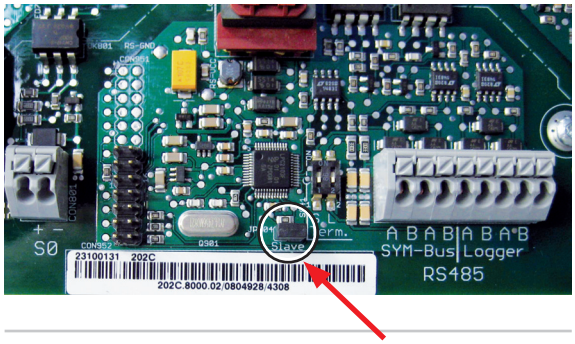
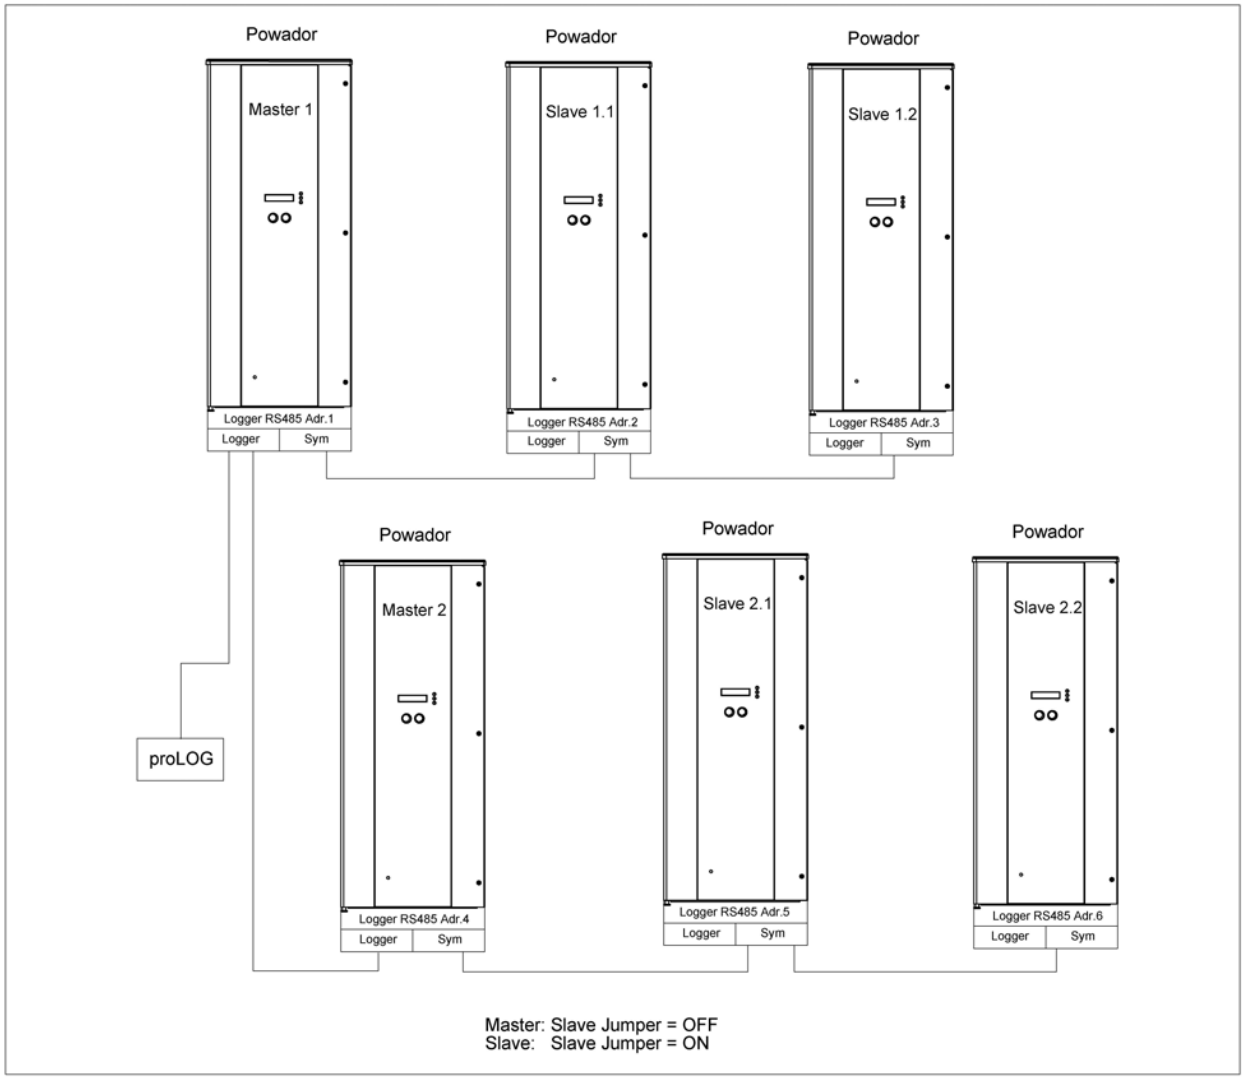

Figure 4.8: **RS485 interface and slave jumper**
Figure 4.9: **Example of master/slave wiring: Powador 6400xi / 6650xi / 7200xi / 8000xi**
– To do this, select one inverter, and remove the jumper labelled "Slave" from it (see figure 4.8). It is helpful to mark this inverter uniquely (see below).
In order for the master inverter to communicate with the others, all three inverters must be connected via the RS485 interface that is labelled "Sym". To do this, the "A" terminals of the Sym block of all three 6400xi / 6650xi / 7200xi / 8000xi in the group should be connected to each other. The "B" terminals should be connected in the same manner (see figure 4.8). A twisted, shielded data cable, such as an ISDN cable, is required for this.
However, there is an exception when the 6400xi / 6650xi / 7200xi / 8000xi groups are connected to the Powador-proLOG: The Powador-proLOG is connected only to the master inverter of a group, namely with the RS485 interface labelled "Logger" (see fig. 4.8). The master inverter in a group reports the data of all three units to the Powador-proLOG. Thus, in regard to configuration, etc., no changes need to be made for the Powador-proLOG. The wiring is shown in figure 4.9.